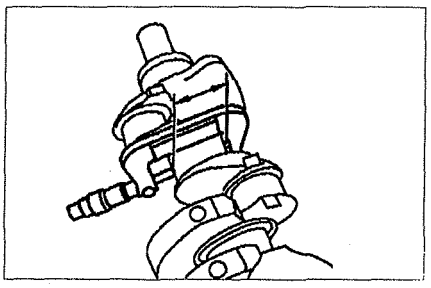

Рис. 2.71. Измерение диаметра коренной шейки коленчатого вала.
7. Измерьте диаметр коренной шейки коленчатого вала и определите радиальный зазор в коренных подшипниках (см.рис.2.71).